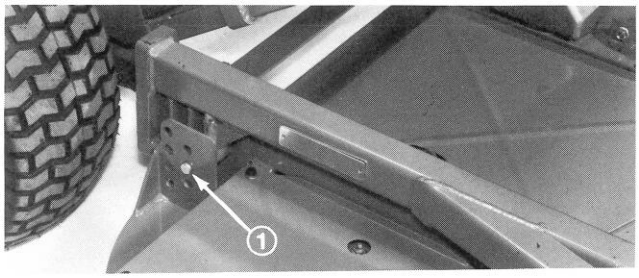

Figure 9
3. Install clevis pins through desired height-of-cut bracket holes and frame to secure cutting unit to frame (Fig. 9). Secure all four pins with hairpins (Fig. 9).